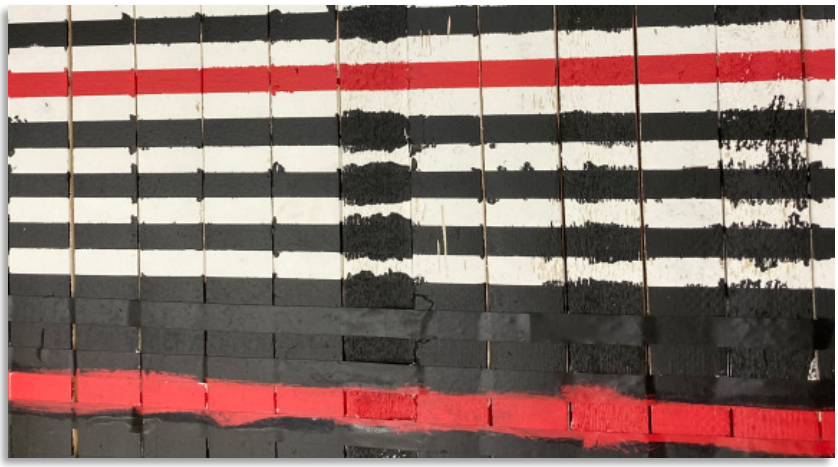

Figure 20. Photo showing how paint can bleed under the tape if a board is warped and the tape hasn't fully adhered. Photo: Lindy Hutchinson.
- **Wood board 1" thick by 3" wide**. Eight feet is a typically available length; the final snow stake should be about a foot taller than the deepest snowpack you expect, so if the site experiences shallower snow depths, you may wish to buy shorter boards or cut them down. If the site experiences deeper snow depths, you may need to buy extra boards to extend the height of the snow stakes. ▶ Look at the nearest SNOTEL station records to identify the maximum snow depth in the record. (SNOTEL stations are usually located in protected clearings, and therefore usually show the greatest accumulations.) ▶ When purchasing boards, make sure they are straight and flat. Warped or curved boards are hard to paint and don't work well as snow stakes (Figure 19 and Figure 20).